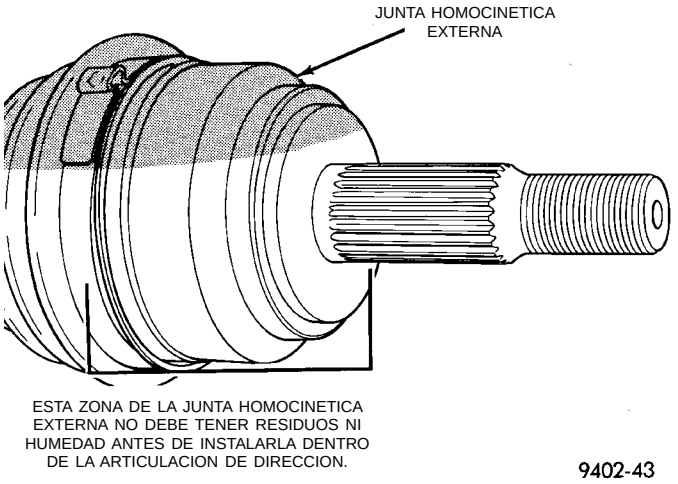

Fig. 17 Inspección de la junta homocinética externa
(5) Asegúrese de que la parte delantera de la junta homocinética externa que se instala en la articulación de dirección (Fig. 17), no tenga residuos ni humedad antes de instalar la articulación de dirección.